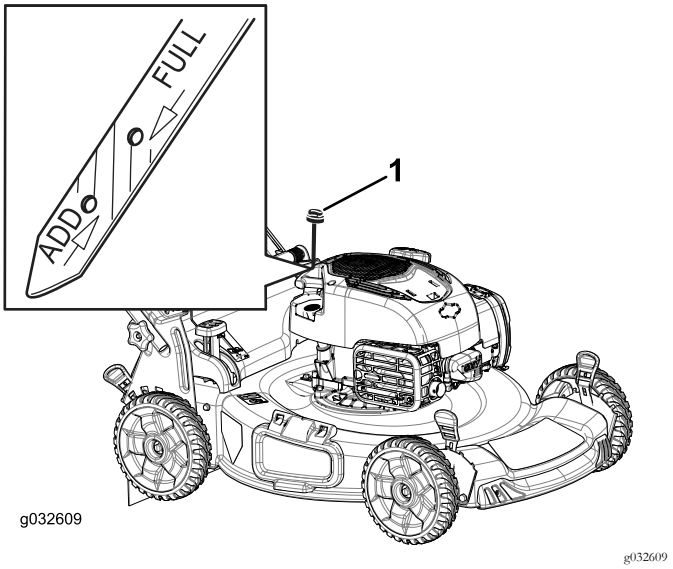

Figuur 34
3. Verwijder de peilstok (Figuur 34).
10. Lees het oliepeil af van de peilstok (Figuur 34).